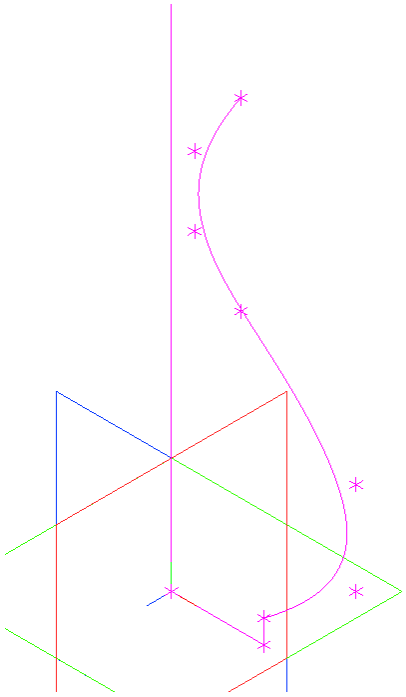

Рис. 9.13.
3.8. Завершите работу с командой, затем – с эскизом (рис. 9.13).